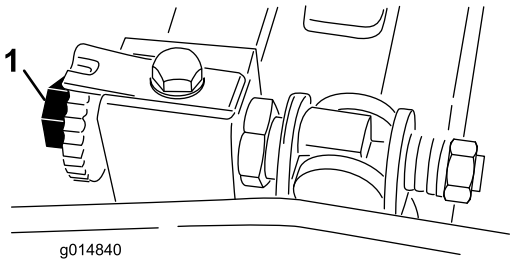

**Rysunek 45**
3. Obróć wirnik, aby ostrze przechodziło między łbami pierwszej i drugiej śruby noża dolnego po prawej stronie zespołu tnącego (Rysunek 45).
6. Obróć prawą śrubę regulacyjną noża dolnego do momentu, aż poczujesz lekki opór (tj. ściąganie) na podkładce poprzez przesuwanie jej z jednej strony na drugą (Rysunek 45).